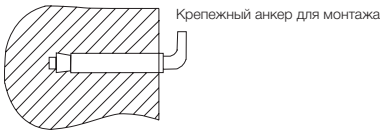

Рис. 4.
2. После выбора места монтажа определите места под два крепежных болта с крюками (в зависимости от спецификаций выбранного изделия). Проделайте в стене два отверстия необходимой глубины с помощью сверла размером, соответствующим размеру крепежных болтов, вставьте винты, поверните крюк вверх, плотно затяните гайки, а затем установите на него электрический водонагреватель (см. рис. 4).